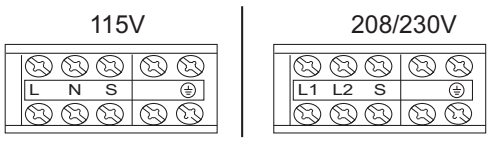

Fig. 14 — Control and Power Wiring on Indoor Unit
8. Connect the wiring from the outdoor unit per the connection diagram (see Fig. 12 and Fig. 14).